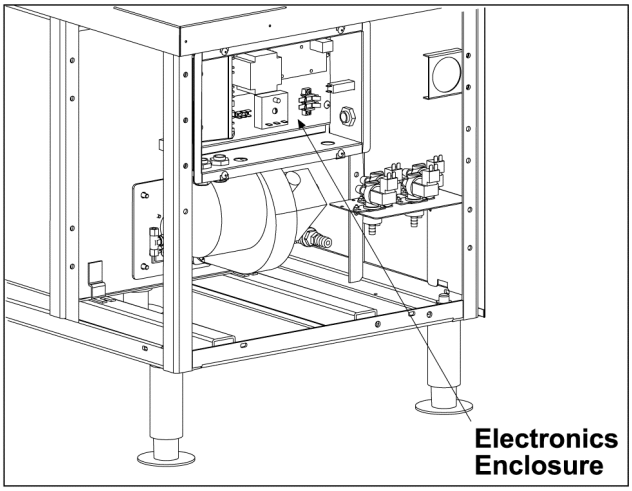

**Fig. 76**
**PREVIOUS PRODUCTION SHOWN IN Fig. 76**